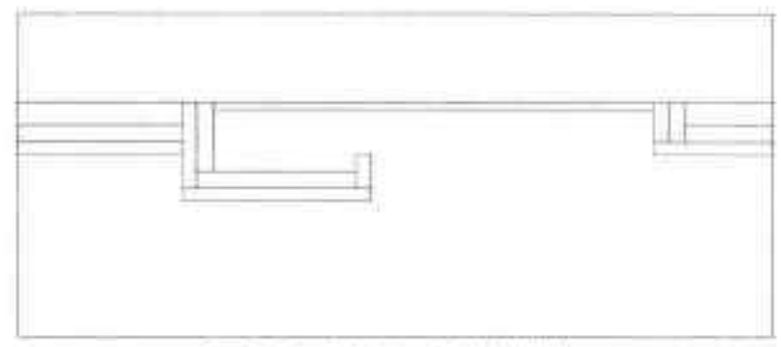

图19-127 绘制直线
Step 10 执行“直线”命令，闭合图形，如图 19-127 所示。